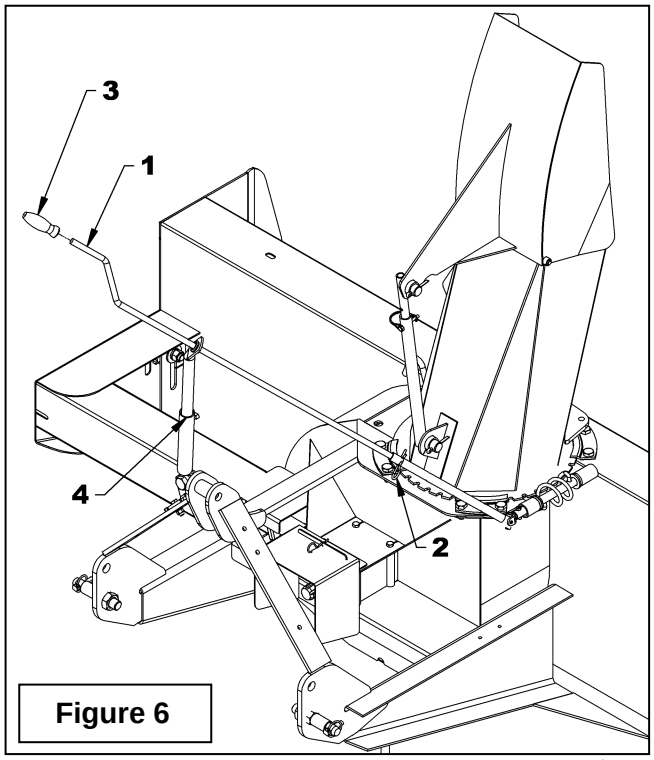

Figure 6
11. **Figure 6:** Insérer la manivelle (item 1) dans le support (item 4). Ajuster à la longueur désirée et fixer en place dans le trou le plus près avec une goupille en épingle de 4 mm x 80mm (item 2). Installer la poignée de plastique (item 3).
13. **Figure 6:** Pour assurer le bon fonctionnement de la rotation manuelle, le support de manivelle (item 4) doit être positionné le plus près possible du point d'attache supérieur tout en s'assurant que la manivelle n'entre pas en contact avec le siège de l'opérateur lorsque la souffleuse est relevée au maximum.